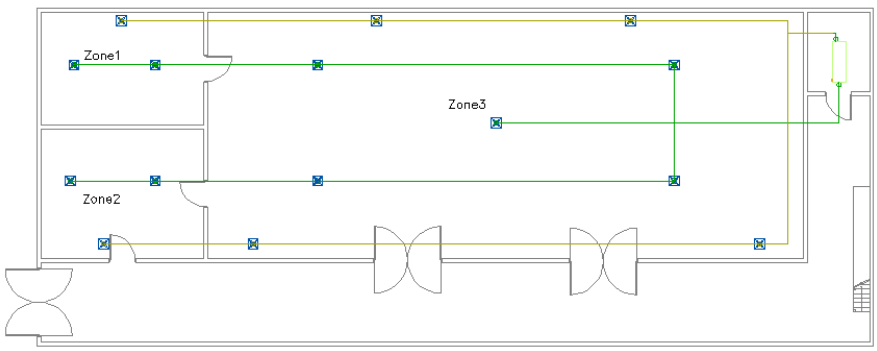

Figure 4-29 *The drawing after connecting the equipment with the duct line*
7. Click on the **+** signs one by one and connect the equipment, as shown in Figure 4-29.